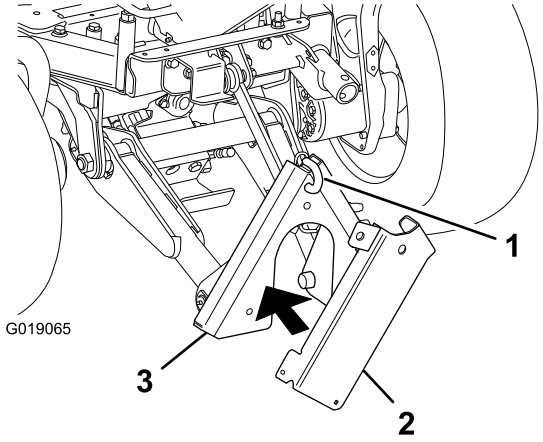

Figura 2
2. Retire el pasador de la parte superior del soporte de acoplamiento delantero (Figura 2).
3. Sujete el soporte de almacenamiento del gato contra el soporte de acoplamiento delantero, y sujete los dos soportes con el pasador (Figura 2).